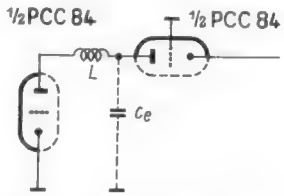
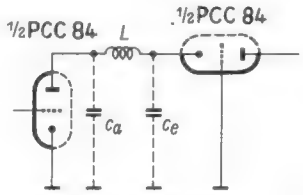

Bild 2. Serienresonanzkreis als Zwischenschaltung
Bild 3. π-Resonanzkreis als Zwischenschaltung
Die Spannungsverstärkung der KB-Stufe hängt von der Schaltung des Zwischenkreises zwischen der KB-Stufe und der Gitterbasisstufe (GB) ab. Der Zwischenkreis ist derart zu dimensionieren, daß er als Resonanzkreis mit flachem Minimum in der geometrischen Mitte des Bandes III wirkt. Die Zwischenschaltung besteht entweder aus einem Serienresonanzkreis, der aus einer Induktivität mit der Eingangskapazität der GB-Stufe gebildet wird *(Bild 2)*, oder aus einem π-Resonanzkreis, zusammengesetzt aus einer Induktivität und der Reihenschaltung der Ausgangskapazität c_a der KB-Stufe und der Eingangskapazität c_e der GB-Stufe *(Bild 3)*. Die Serienresonanzschaltung hat den Vorteil, daß die Rückwirkung und die Verstimmung des Vorkreises geringer sind als bei der π-Schaltung. Demgegenüber besteht der Nachteil, daß die Verstärkung etwa nur halb so groß und die Rauschzahl um 30 % schlechter ist als bei der π-Schaltung.
Für die Serienresonanzschaltung nach *Bild 2* und 4 gilt für den Anodenkreiswiderstand